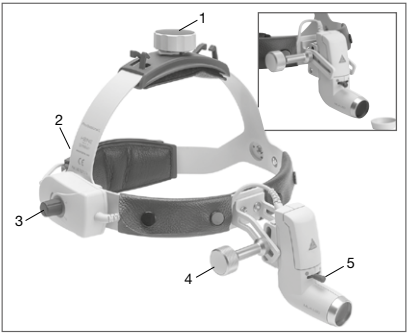

Fig. 2 Caschetto Professional L
Adattamento di **Caschetto Professional L** (vedi fig. 2): Per l'adattamento alla circonferenza cranica lo stringitesta può essere allargato o stretto ruotando la rotella superiore (1) e posteriore (2).
Selezione angolo e campo di visione (Fig. 2)